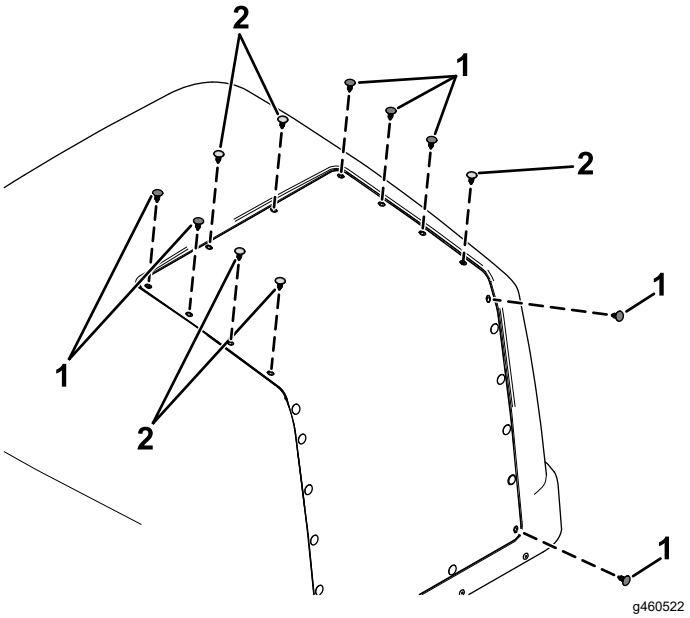

Figur 23
9. Fjern de 12 plastpropper, der er vist i Figur 23, fra motorhjelmen.
- Gem de 5 propper, der er vist i Figur 23
- Kasser de 7 propper, der er vist i Figur 23